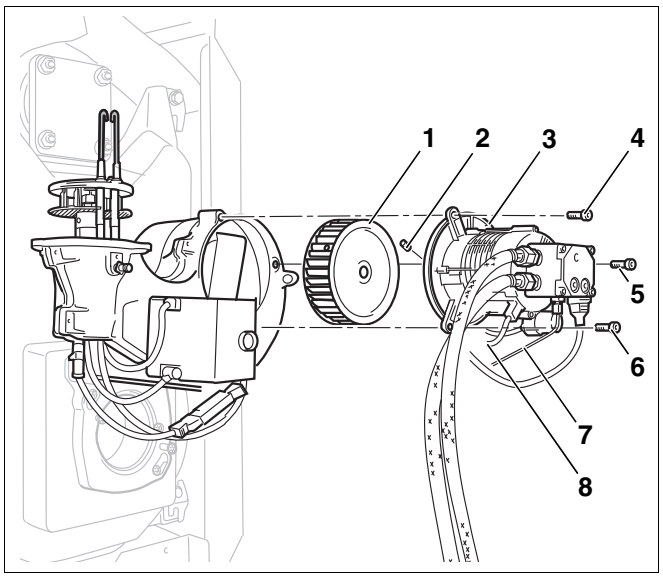

*Рис. 25 Очистка или замена крыльчатки вентилятора*
- Вынуть штекер мотора (Рис. 25, **поз. 8**) и штекер электромагнитного клапана.
- Открутить топливную трубу (Рис. 25, **поз. 7**) от топливного насоса.
- Открутить болты (Рис. 25, **поз. 4–6**) фланца крепления мотора.
- Снять мотор (Рис. 25, **поз. 3**) с крыльчаткой вентилятора (Рис. 25, **поз. 1**).
- Осмотреть крыльчатку (Рис. 25, **поз. 1**), если нужно, очистить или заменить ее.
- Чтобы снять крыльчатку вентилятора (Рис. 25, **поз. 1**), открутить штифт (Рис. 25, **поз. 2**).
- Вновь установить и закрепить мотор (Рис. 25, **поз. 3**) с крыльчаткой (Рис. 25, **поз. 1**). Зазор между крыльчаткой вентилятора (Рис. 25, **поз. 1**) и фланцем мотора должен составлять 0,5–0,8 мм.
- Установить топливную трубу (Рис. 25, **поз. 7**) на топливный насос.
- Вставить штекер мотора (Рис. 25, **поз. 8**) и штекер электромагнитного клапана.